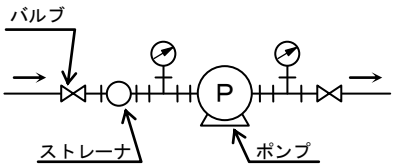

図 3
(3) 吐出し配管が長い場合、実揚程が高い場合、および 2 台以上のポンプ並列運転の場合には、必ずポンプの吐出し側に、逆止め弁を取り付けてください。逆止め弁は、ポンプ本体と吐出し弁の間に取り付けてください。
(4) 装置上どうしても空気だまりが避けられない箇所には、空気抜き弁を取り付けてください。ただし､吸込配管などで負圧になる所には取り付けないでください｡逆に空気を吸込みます。
(5) 吸込配管には、異物などを吸い込まないよう、図 3 のようにストレーナを取り付けてください。